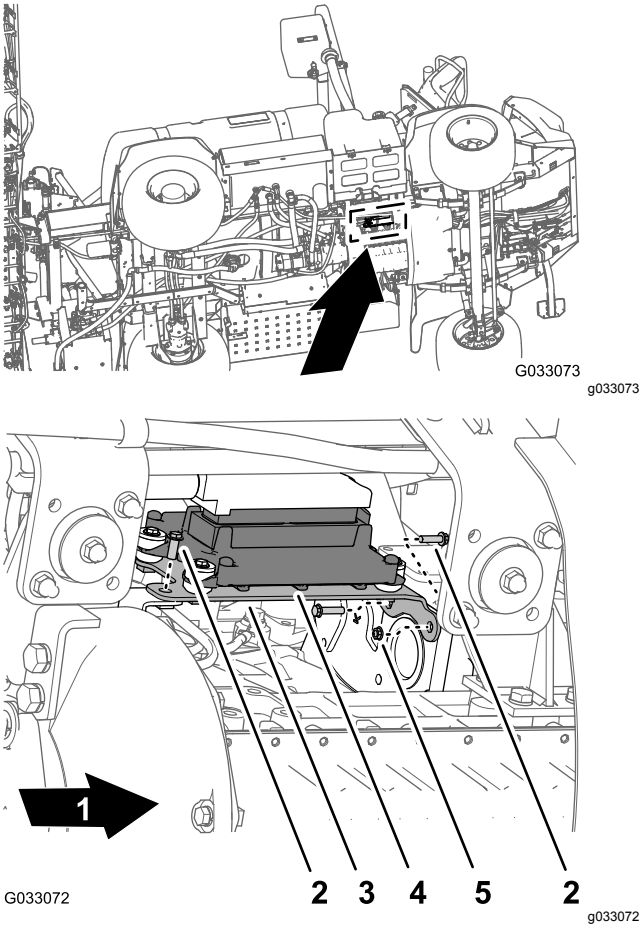

Figur 24
1. Ta bort de tre flänsskruvarna och den flänsmutter som håller fast motorreglagemodulens monteringsfäste på motorns stödfäste och motorns tillbehörslåda (Figur 24).